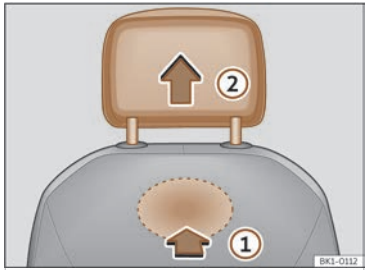

Fig. 101 Front headrest: removal.
- To unlock it, look for the button underneath the headrest and press in the direction of the arrow ››› **Fig. 101** ①.
- Remove the headrest in the direction of the arrow ②.